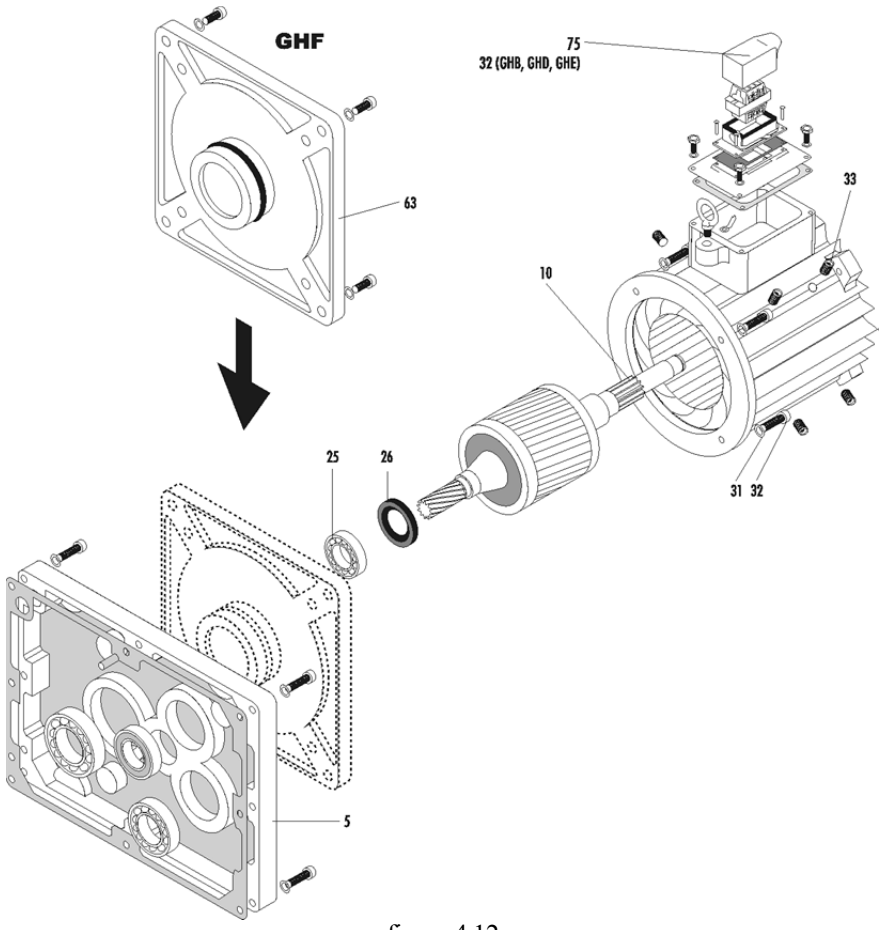

figure 4.12
Position the bearing (25) and the seal (26) as shown in figure 4.12 in the box lid of the gearbox (5), or in the case of the Hoist model GHF on the lid of the motor (63).